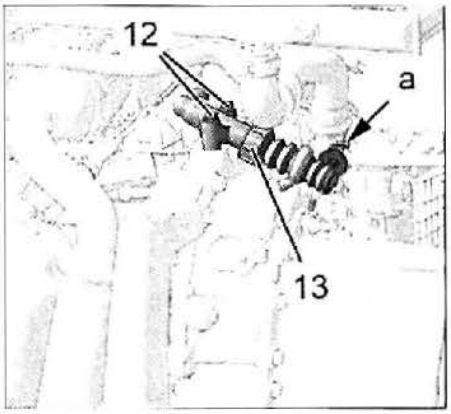

FIG. 4
• Desengrapar el tubo en "A" **(fig. 4).**
• Desmontar los dos tornillos (12).
• Separar el mando hidráulico de embrague (13).